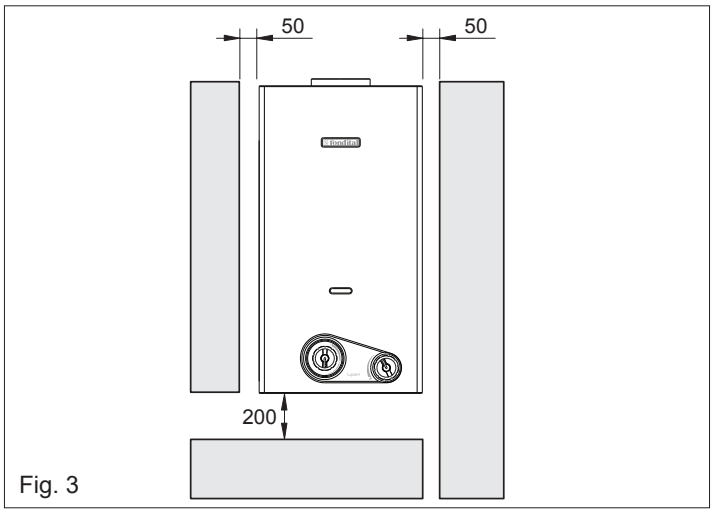

Fig. 3
- Para permitir las operaciones de mantenimiento es indispensable dejar alrededor del calentador las distancias mínimas indicadas en la fig. 3.